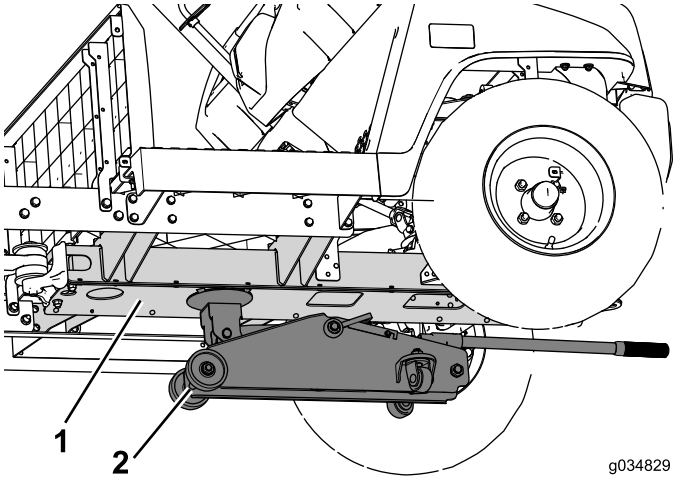

Figura 63
2. Coloque un gato de suelo debajo del perfil central para apoyar la parte delantera de la máquina (Figura 63).